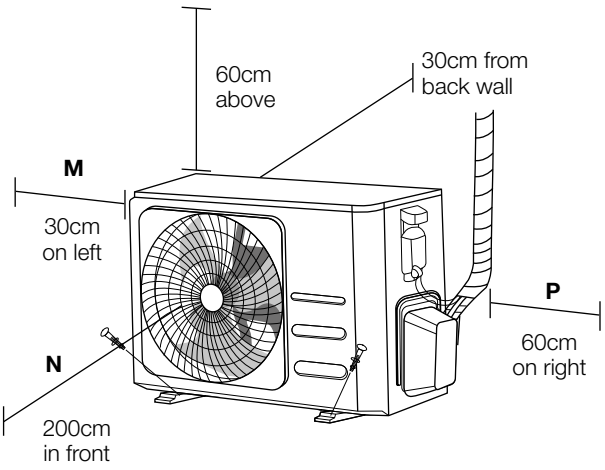

Fig. 5.7
*(Refer to Fig. 5.4, Fig. 5.5, Fig. 5.6, Fig. 5.7 and Table 5.1)*
**NOTE:** The minimum distance between the outdoor unit and walls described in the installation guide does not apply to airtight rooms. Be sure to keep the unit unobstructed in at least two of the three directions (M, N, P). *(See Fig. 5.7)*